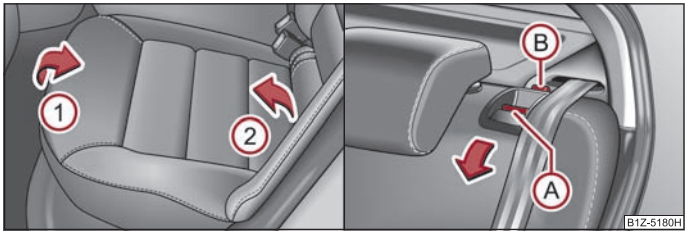

Fig. 50 Rabattre l'assise/déverrouiller le dossier
- Lever l'assise du siège en la tirant dans le sens de la flèche (1) et la rabattre vers l'avant dans le sens de la flèche (2) ⇒ fig. 50.
- Poussez sur le bouton de déverrouillage (A) et rabattez le dossier en avant.
- Vérifiez si la tige rouge (B) est masquée ⇒ page 55, fig. 50.